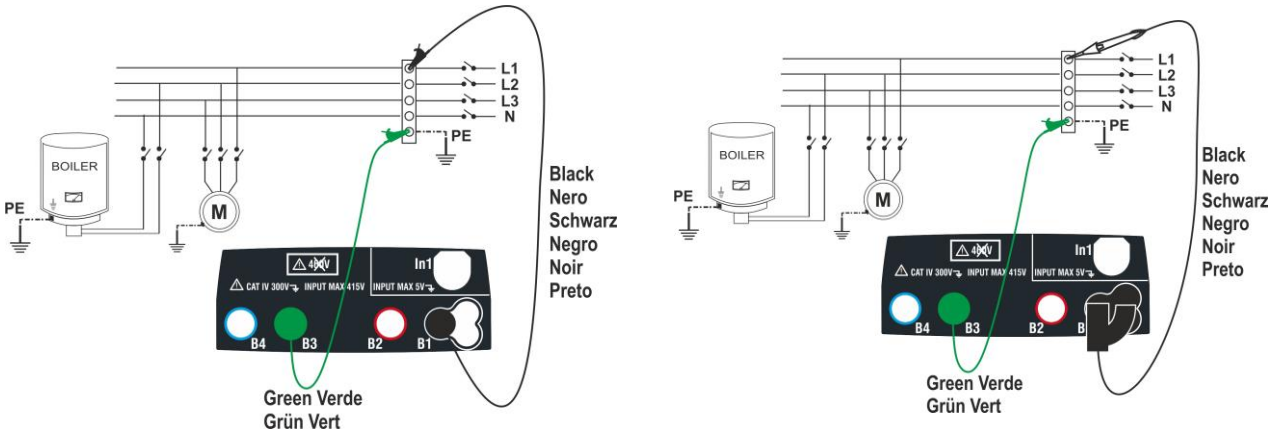
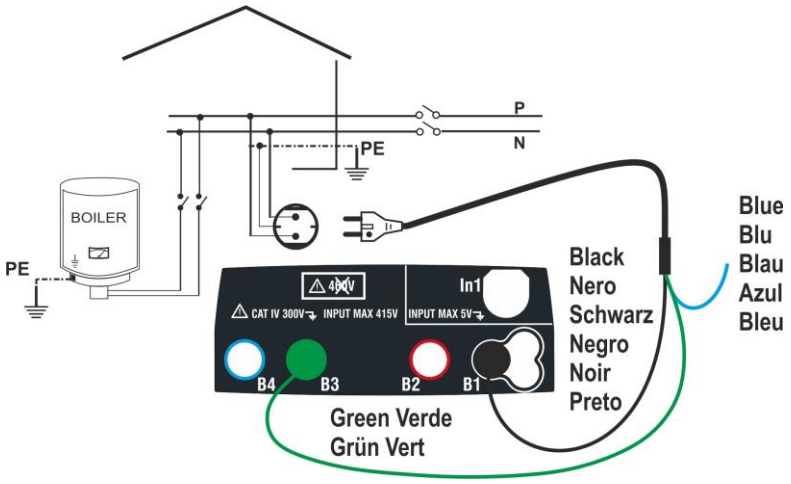

Fig. 8: Verifica dell'isolamento L-PE tramite cavi singoli e puntale remoto
Fig. 9: Verifica dell'isolamento L-PE tramite spina shuko
6. Connettere i coccodrilli e/o i puntali e/o il puntale remoto ai capi dei conduttori in esame in accordo alle Fig. 8 e Fig. 9.